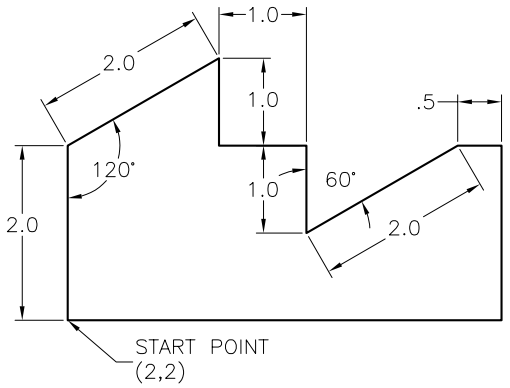

Figure 2-51 *Drawing for Example 5*
In this example, you will set units for a drawing based on the specifications given below and then draw Figure 2-51.
6. With the units set, you need to draw Figure 2-51 using the relative polar coordinates. Turn off the dynamic input. The prompt sequence to complete the sketch is as follows: